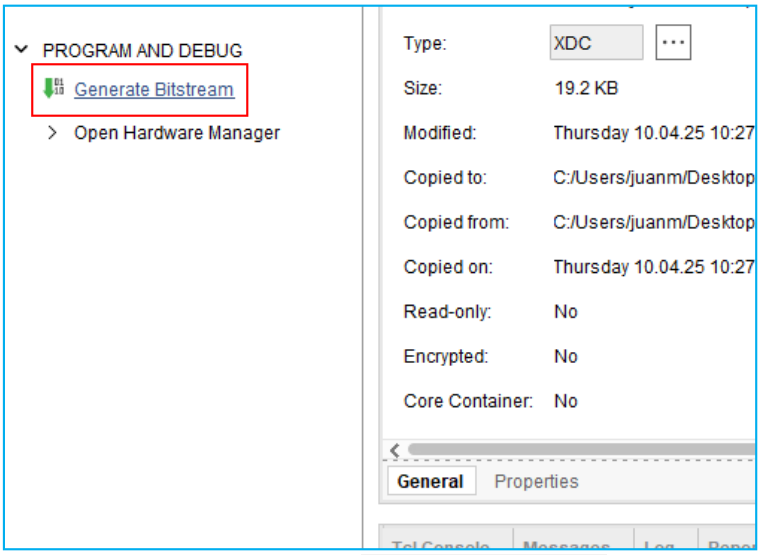

Fig.20. Selección de la opción `Generate Bitstream`, si no se ha realizado la síntesis e implementación del diseño, se realizará automáticamente.
24. Finalmente, con el archivo de restricción de pines configurado, se puede proseguir con la síntesis, la implementación y la creación del *bitstream*. Para realizar esto se puede pulsar directamente en la opción `Generate Bitstream` (Fig.20).